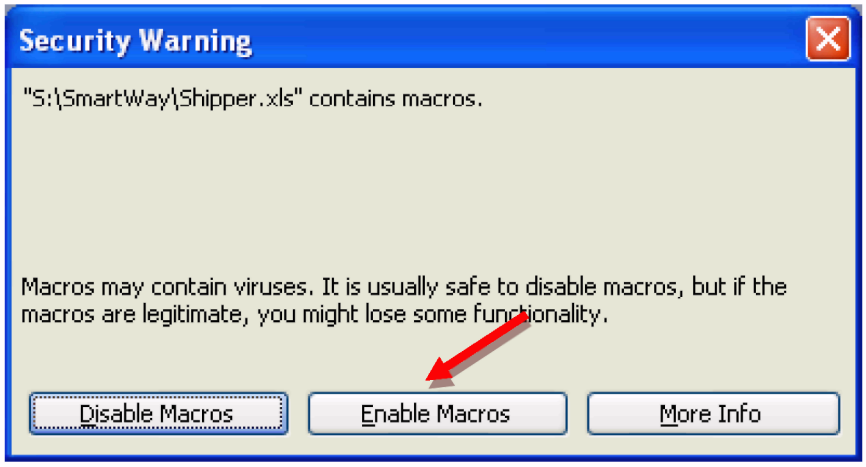

Figure 3: Screen showing "Enable Macros" button
3. You will see a security-warning box appear (**Figure 3**). Select the